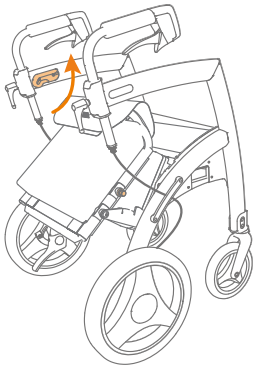
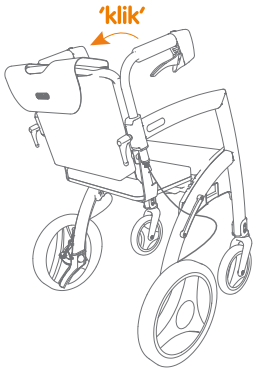

Figuur 34: Rugleuning verder omhoog trekken.
Figuur 35: Rugleuning in geleiders klikken.
c. Trek vervolgens de rugleuning verder omhoog en naar achter **(Figuur 34)** tot de vergrendelings-pinnen in de bovenste geleiders op het frame klikken **(Figuur 35)**. Glijden de bovenste vergrendelings-pinnen niet soepel in de geleiders op het frame? Duw de rugleuning dan weer naar voren tot halverwege het frame en probeer het opnieuw.